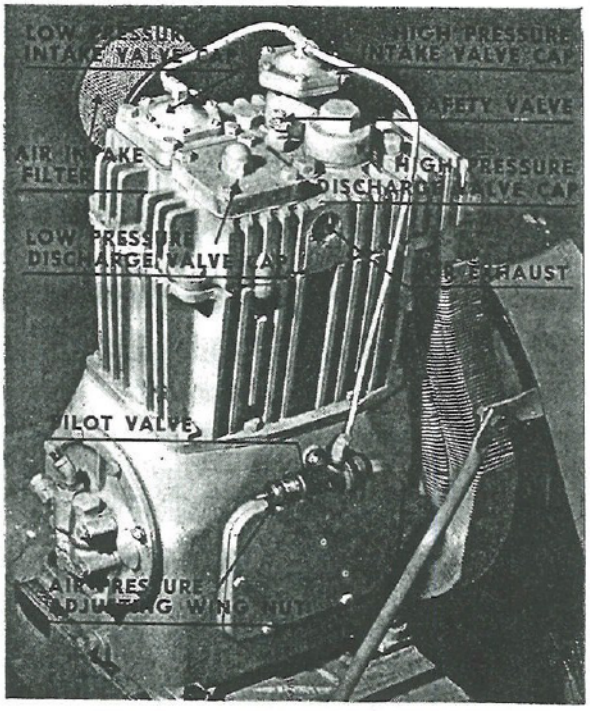

Fig. 163. Valve Plates on Air Compressor
b. First inspect the pilot valve. The pilot valve is on the side opposite the oil gauge, as shown in Fig. 163. Copper tubing from the pilot valve runs to the suction valve caps on the cylinder head and also to the air storage tanks.
196. THE DIAPHRAGMS. If the pilot valve is in working order, inspect the diaphragms covering the suction or intake valves on both the high pressure and low pressure cylinders. With the compressor shut down and the valve between the pilot valve and the storage tanks closed, disconnect the tubing leading to the intake valve caps on the top of the cylinder head, as shown in Fig. 163. Remove the screws holding down both of these plates, and raise the plates together. Directly underneath these plates are the diaphragms. They are flat pieces of rubber and composition with holes around the edges for the plate screws to go through. Inspect these diaphragms closely since they are the parts most likely to wear out. If torn, showing holes, or if they are lifeless, replace them. The diaphragms should be flat and not sagging. If the diaphragms appear to be in good condition, or if it has been more than 60 days since the valves have been cleaned, inspect the valves.
199. HIGH PRESSURE INTAKE VALVE. Use a 24-inch monkey wrench to unscrew the six-sided housing shown in Fig. 163. Remove the brass diaphragm plunger and the check valve cage. Remove the plunger from the valve cage and inspect the seat. If it is rough, dress it down lightly, or replace the plunger since the seat cannot be replaced. The intake valve proper is held in place by a slotted retaining sleeve. Place a flat piece of steel about 3/8" thick, two inches wide and about three inches long in these slots and unscrew the sleeve. The high pressure intake valve is identical to the low pressure intake valve except that it is smaller. It is taken apart and serviced in the same way. When the springs and the valve disc and seat are in order, reassemble the valve cage, replace the three brass plungers and springs, and re-install. Replace the retaining sleeve, using only a 10-inch crescent wrench to tighten. Replace the check valve cage and plunger and the brass diaphragm plunger. Cover with the diaphragm.